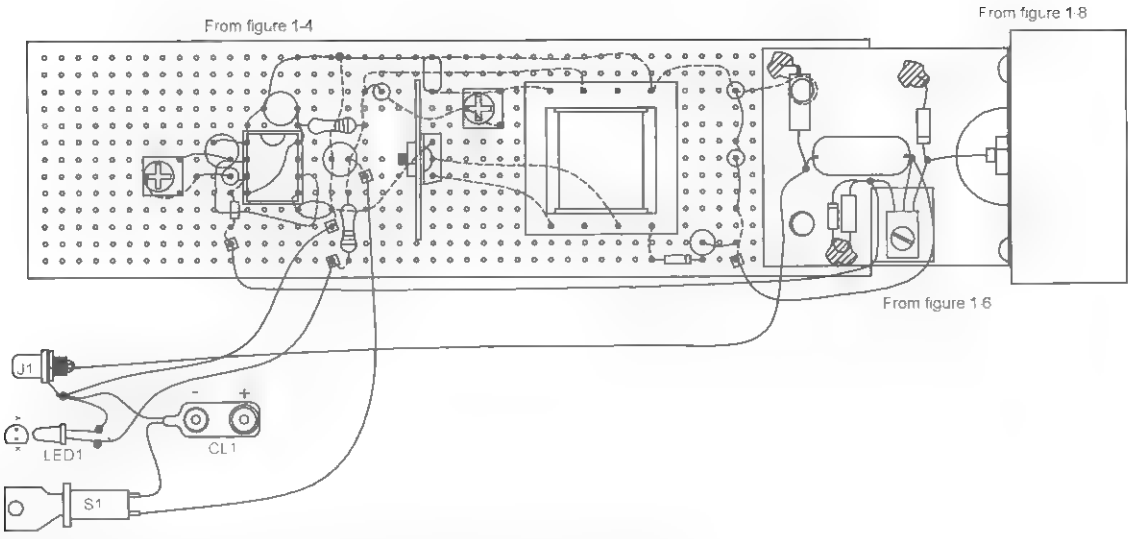

Figure 1-7 *Interconnecting the assembly board to the laser chassis*
6. Figure 1-7 shows the interconnection of the copper chassis and the perforated assembly board via the two screws and nuts. Attach and connect the external leads and components as shown.
1. It is assumed at this point that the assembly is complete, as shown in Figure 1-7. Verify the circuit and preset the two trimpots R3 and R9 to midrange.